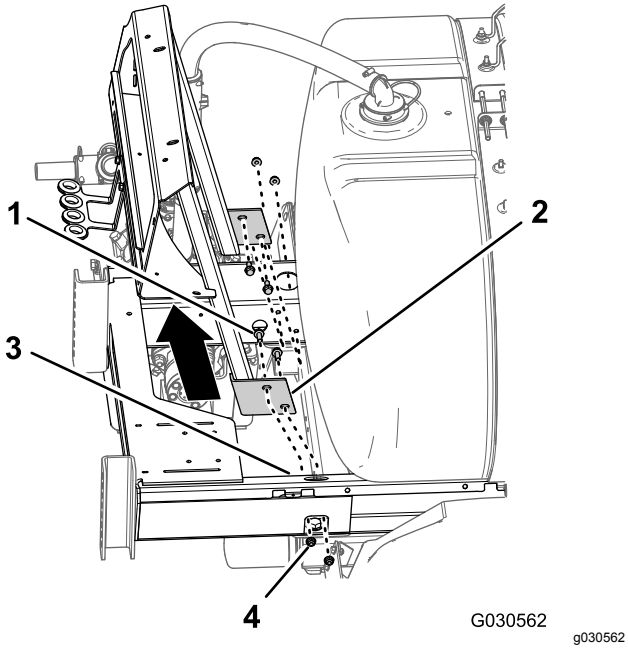

Figur 99
3. Fjern de fire flangehovedbolte (3/8 x 1 tomme) og fire flangelåsemøtrikker (3/8 tomme), der fastgør manifoldbeslagets stelflange på sprøjtens stel, og fjern manifoldbeslaget fra maskinen (Figur 99).